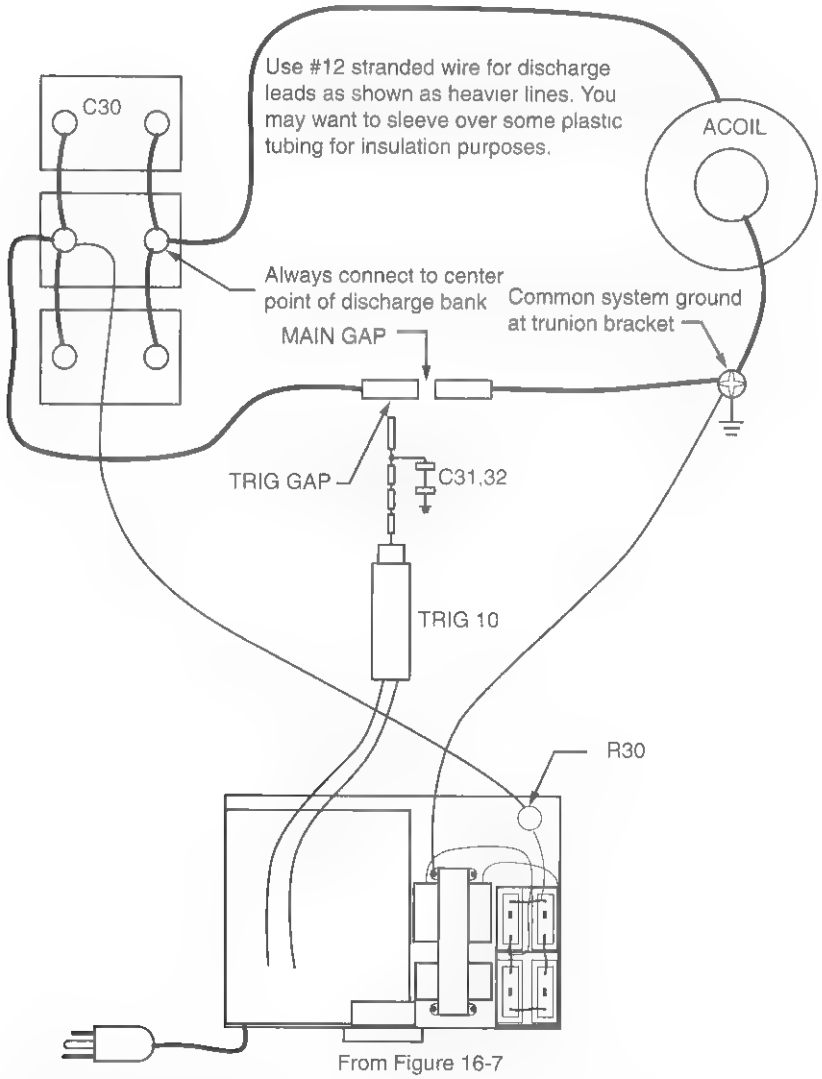

Figure 16-18 *Overall system wiring diagram*
24. Verify and use the diagram shown in Figure 16-18 as a wiring aid and reconfirm grounding and general circuitry and integrity.